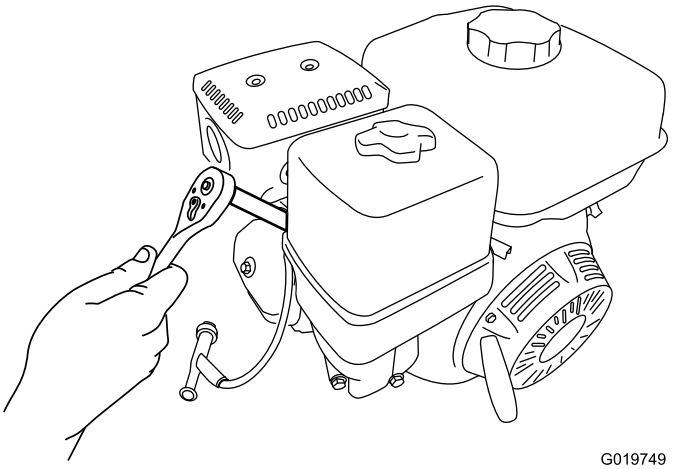

Figura 56
5. Gire la bujía en sentido antihorario usando una llave para bujías de 20 mm (13/16 pulgada) para desmontar la bujía y la junta (Figura 56).
2. Gire la bujía en sentido horario usando una llave para bujías de 20 mm (13/16 pulgada) hasta que la bujía y la junta estén asentadas (Figura 56).